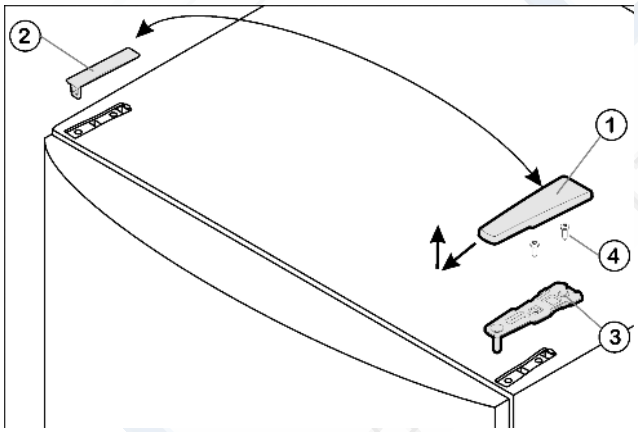

Fig. 4
- ▶ Потяните крышку *Fig. 4 (1)* вперед и вверх.
- ▶ Снимите крышку *Fig. 4 (2)*.
- ▶ Открутите верхний опорный кронштейн *Fig. 4 (3)*(2 шт. Torx® 25) *Fig. 4 (4)* и вытяните вверх.
- ▶ Установите верхний опорный кронштейн *Fig. 4 (3)* на новой стороне шарнира и защелкните в дверце.
- ▶ Привинтите верхний опорный кронштейн **(с моментом 4 Нм)**(2 шт. Torx® 25) *Fig. 4 (4)*. При необходимости проделайте отверстия или используйте аккумуляторную отвертку.
- ▶ Наденьте и защёлкните крышку *Fig. 4 (1)* и крышку *Fig. 4 (2)* на противоположной стороне снаружи.